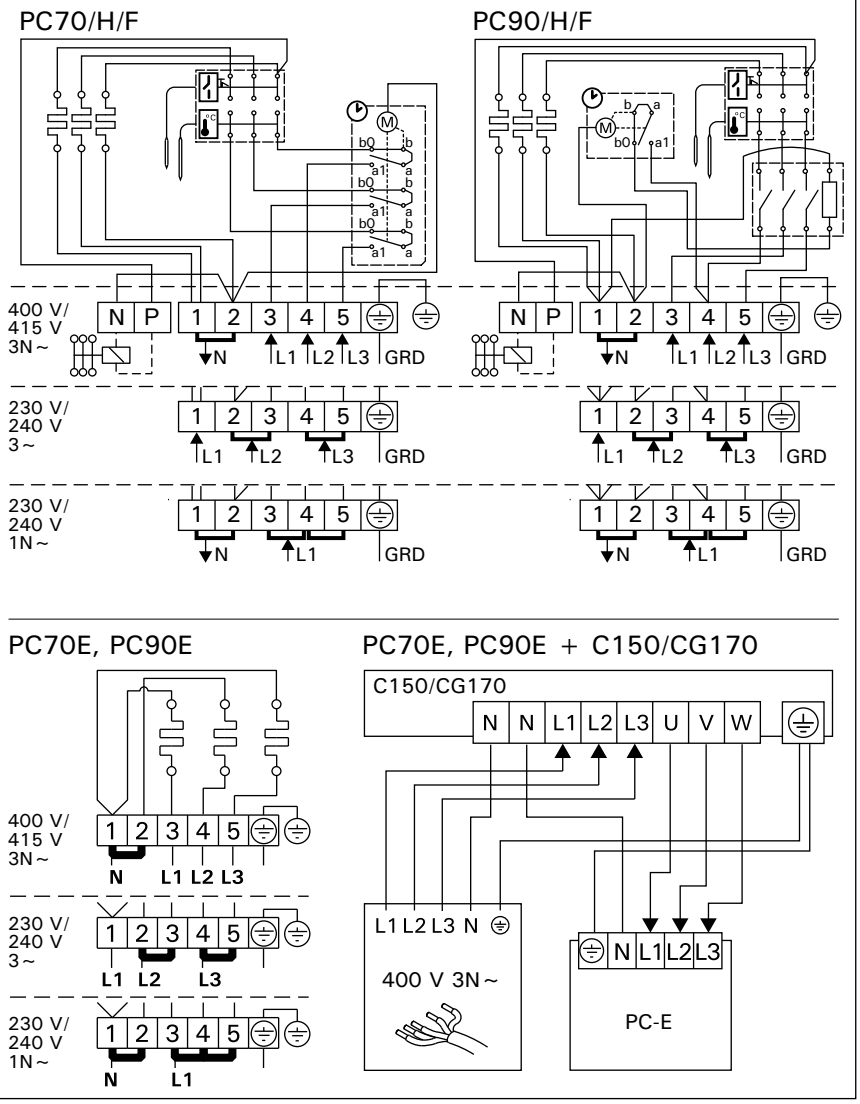

Рисунок 7. Электромонтаж
- Каменка гибким проводом подсоединяется к соединительной коробке (рис. 7: A) на стене сауны. Соединительная коробка должна быть брызгозащищенной и находиться на расстоянии не более 500 мм от пола.
- В качестве кабеля (рис. 7: B) следует использовать резиновый кабель типа HO7RN-F или подобный.
- Кроме клемм питания каменки PC/-H/-F оснащены также клеммой (P), которая делает возможным управление электрическим нагревом (рис. 7). Управляющее напряжение передается от каменки, когда она включена. Кабель управления электронагревом подводят прямо к соединительной коробке каменки и дальше с помощью резинового кабеля, равного по сечению соединительному кабелю, к клеммнику.